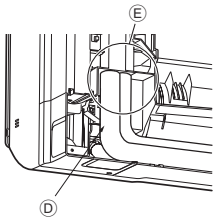

Fig. 3-10
6. Cubra la parte de conexión abocinada con la cubierta del tubo de conexión en L ④ para que no se quede desprotegida. (Fig. 3-10)
8. Cubra la parte de conexión abocinada con la cubierta del tubo de conexión en L ④ para que no se quede desprotegida. (Fig. 3-10)